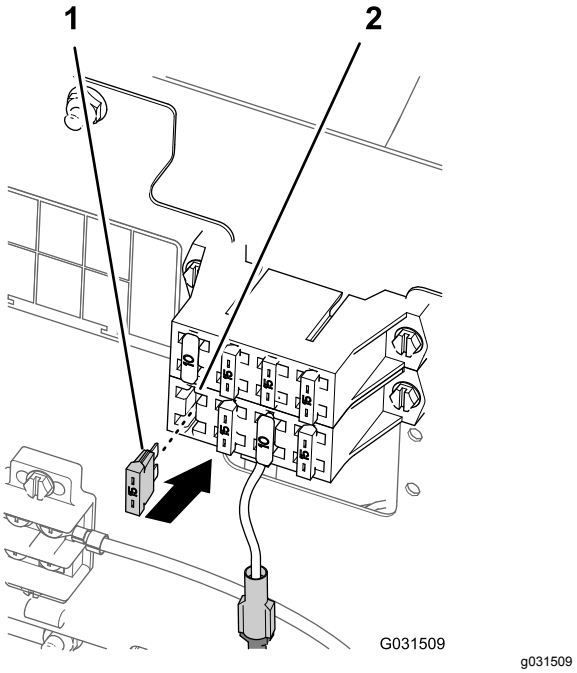

Figur 206
- Hvis du har en maskin med bladkontakt på sikringsblokken til maskinen, monterer du en 15 A-sikring i sikringsblokken (Figur 206).